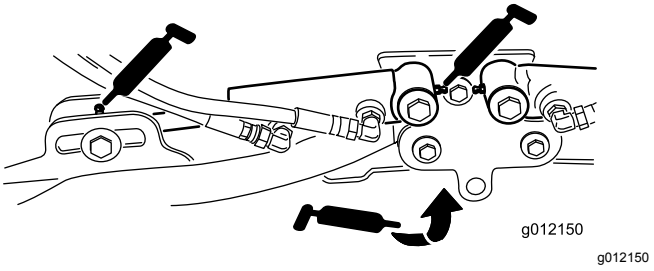

Figur 39
- Klippenhetens lyftarmscylindrar (2 var) (Figur 39)
- Lyftarmens svängtappar (1 var) (Figur 39)